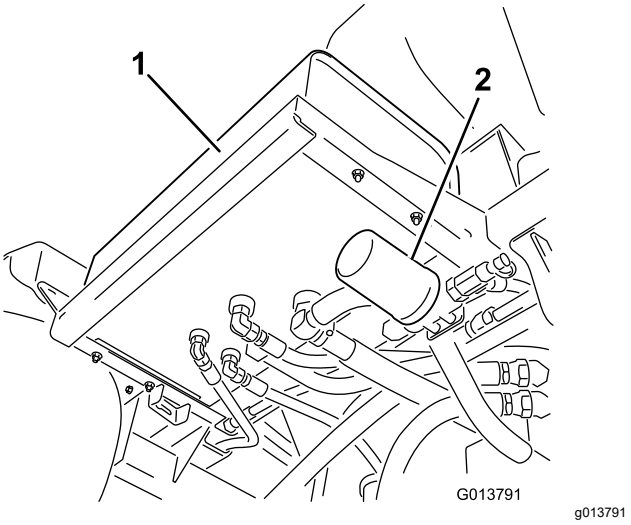
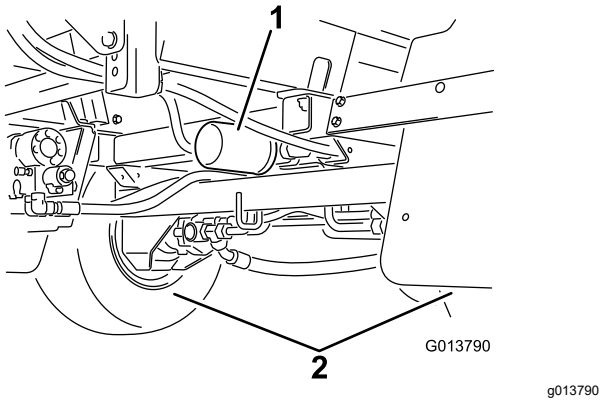

Figur 109
Figur 110
2. Leta upp maskinens två hydraulfilter (Figur 109 och Figur 110).